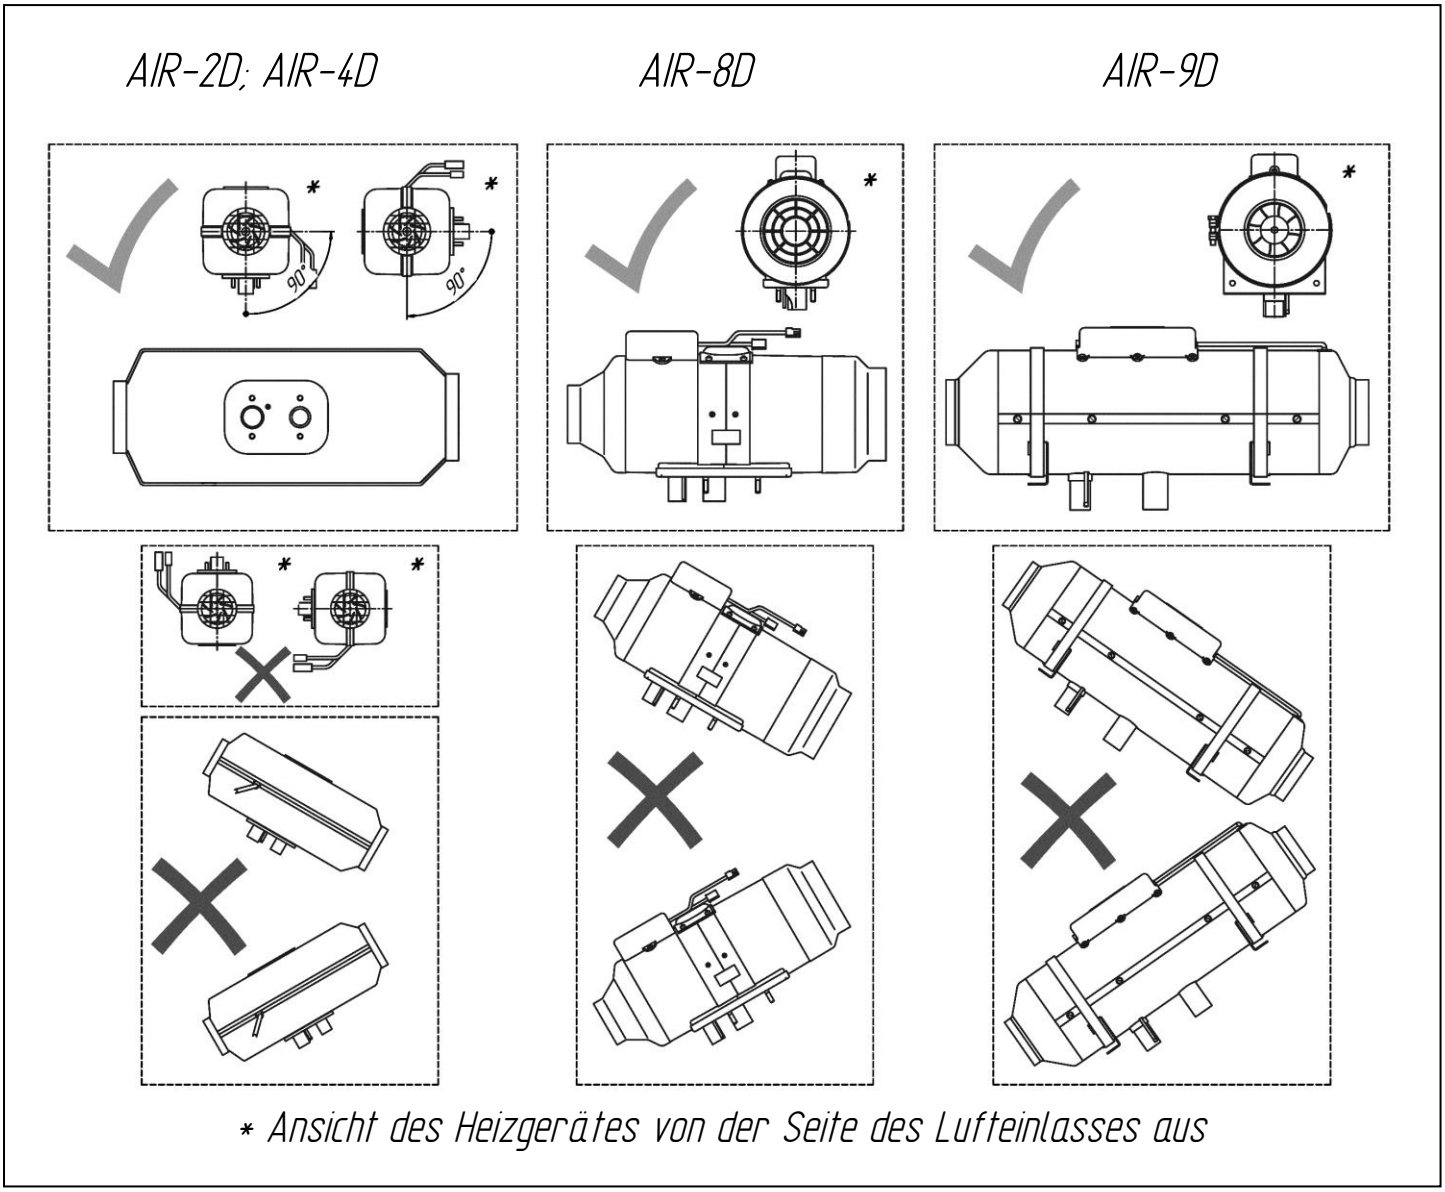

**Abb. 1a - Einbaulagen des Heizgerätes**
Installieren Sie das Heizgerät unter Berücksichtigung der zulässigen Betriebsposition gemäß Abb.1a/b. Berücksichtigen Sie die mögliche Krängung des Schiffes, wenn Sie es auf einem Seefrachtschiff installieren.
Wenn das Heizgerät mit dem Auspuffrohr nach unten und dem Lufteinlass zu Ihnen gerichtet positioniert ist, gilt es als 0°-Position. AIR-2D und AIR-4D können zwischen 0 und 90° geneigt werden. Aus dem gleichen Blickwinkel müssen die Kabel bei 2D und 4D auf der rechten Seite oder auf der Oberseite des Heizgerätes verbleiben. **Die AIR-8D und AIR-9D sollten nicht gekippt werden (siehe Abb.1a)**.
**ACHTUNG!!! Der zuverlässige Betrieb des Heizgerätes hängt von der korrekten Installation des Heizgerätes ab. Das Heizgerät muss horizontal installiert werden (gemäß Abb.1a).**